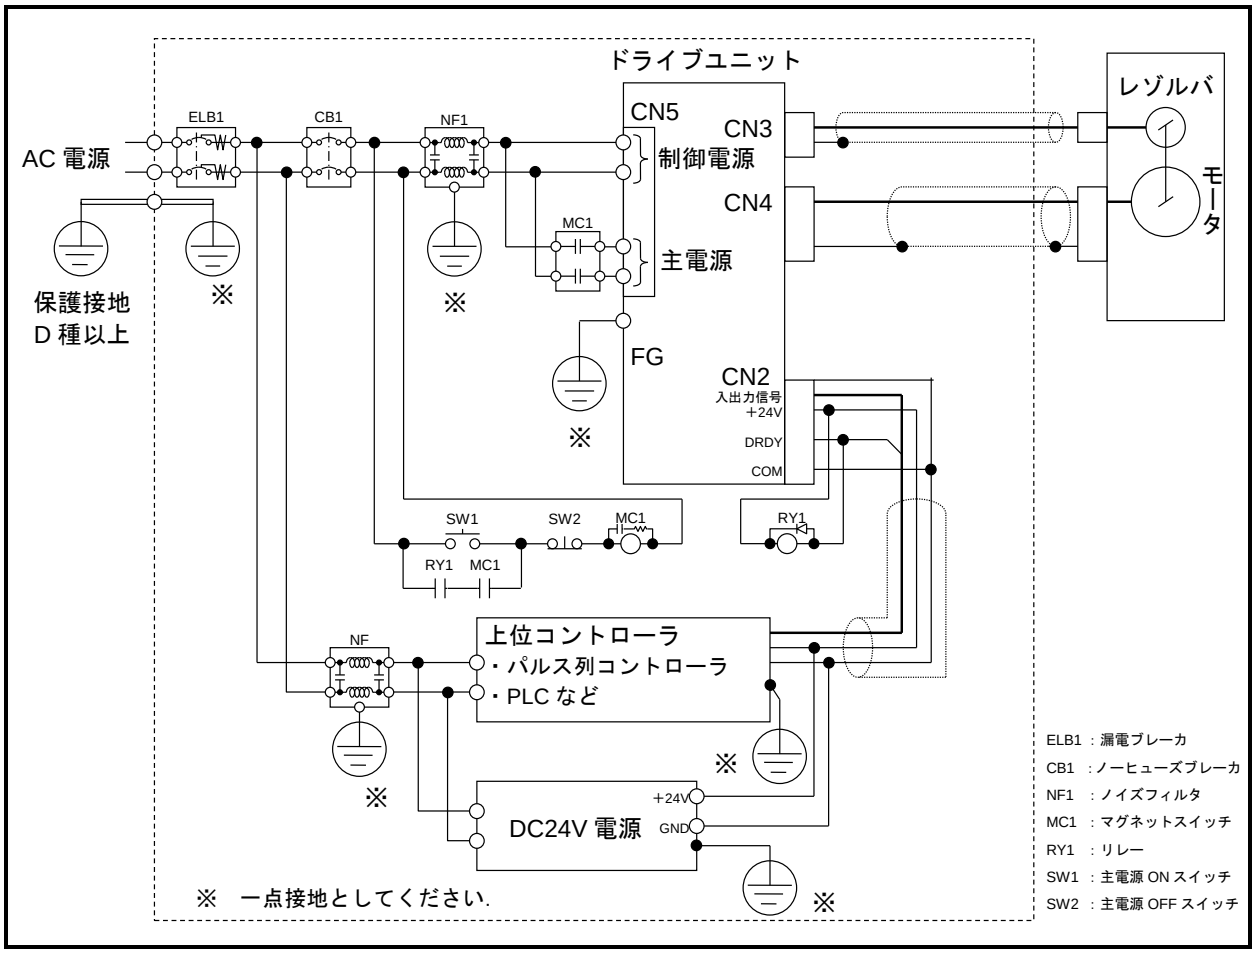

図 3-7 : 電源配線例
- 電源配線は「図 3-7：電源配線例」を参照してください.